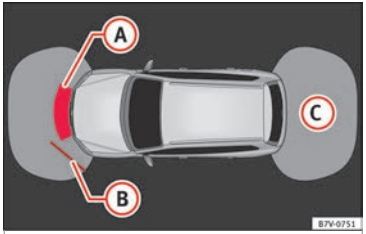
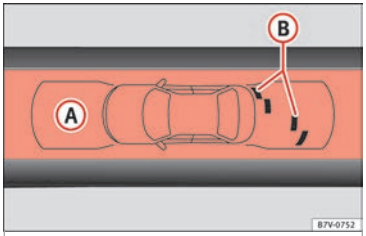

Bild 210 OPS-display: (A) har detekterat ett hinder i kollisionsområdet; (B) har detekterat ett hinder i segmentet; (C) zon som registreras bakom bilen.
Bild 211 OPS-display på skärmen: (A) har detekterat ett hinder i segmentet; (B) begränsat område framför bilen.
Zonen där hinder kan upptäckas sträcker sig till ett avstånd på ungefär 120 cm från bilens front och upp till 60 cm åt sidorna **››› bild 211** (B). Bakom bilen analyseras ett område på ett avstånd upp till 160 cm och runt 60 cm på sidorna **››› bild 210** (C).
Bilden som visas representerar de övervakade zonerna i flera segment. När bilen närmar sig ett hinder rör sig segmentet närmare bilen på displayen **››› bild 210** (B) och **››› bild 211** (A). När det näst sista segmentet visas betyder det att bilen är i kollisionszonen. **Stanna bilen!**